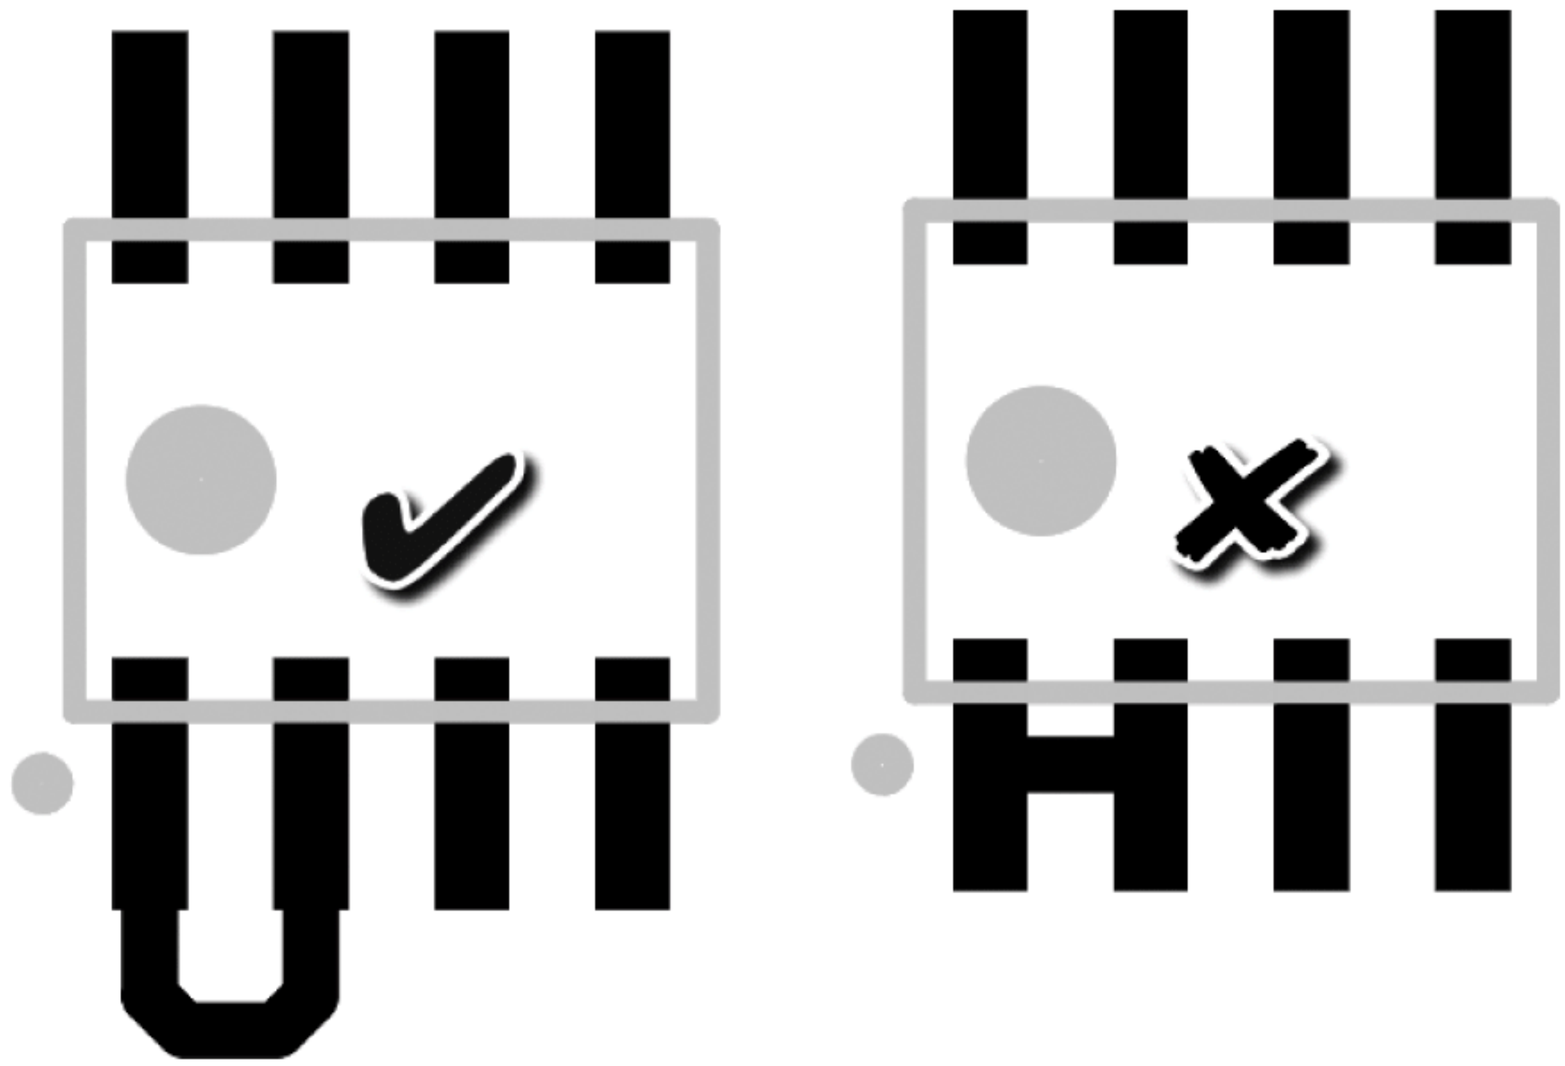

图 4-13　相邻焊盘的连接
⑤ 相邻的 SMT 焊盘管脚需要连接时，应从焊脚外部连接，不允许在焊脚中间直接连接，以免在焊接时造成连锡问题，如图 4-13 所示。